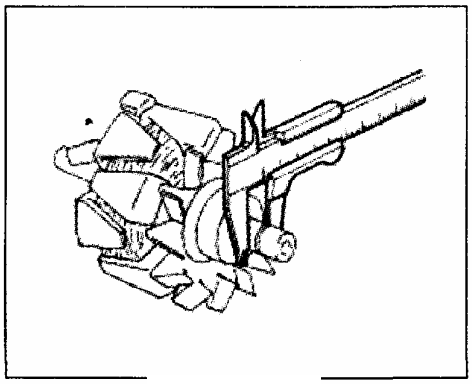

Рис. 249
- При помощи измерительного инструмента измерьте диаметр контактных колец (Рис. 249).